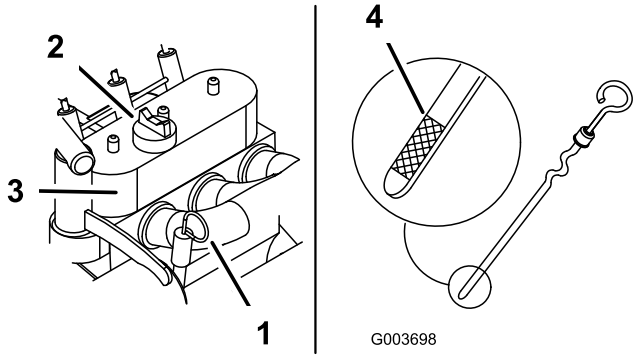

Figure 12
4. Clean around the oil dipstick (Figure 12).
5. Pull out the dipstick and wipe the metal end clean (Figure 12).
6. Slide the dipstick fully into the dipstick tube (Figure 12).
8. If the oil level is low, clean around the oil filler cap and remove the cap (Figure 12).